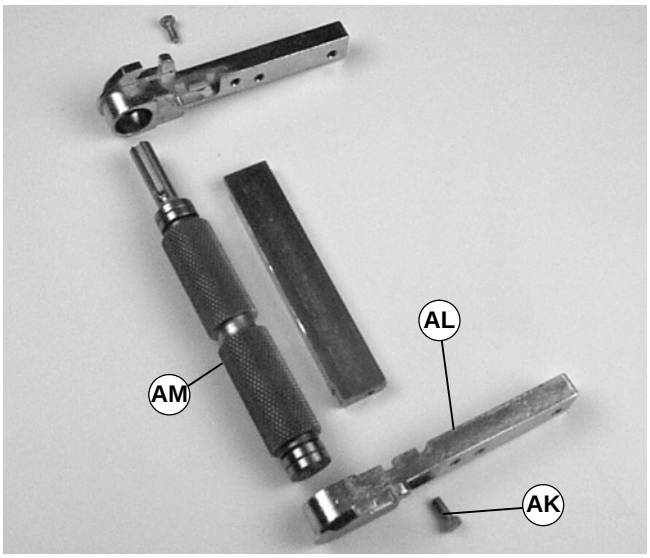

Abbildung 29
5. Die Schraube (AK siehe Abbildung 29) entfernen.